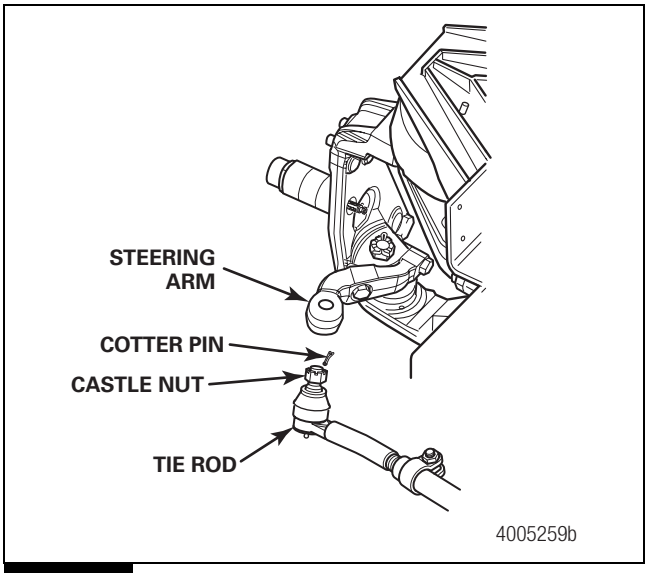

Figure 7.27
9. Position the tie rod into the steering arm. Install the nut that secures the tie rod to the steering arm. Tighten the nut to 245-260 lb-ft (332-353 N•m). Continue tightening the nut to align the nut slot with the cotter pin hole. Do not back off the nut to align the nut slot with the cotter pin hole. Install the cotter pin. Figure 7.27. T